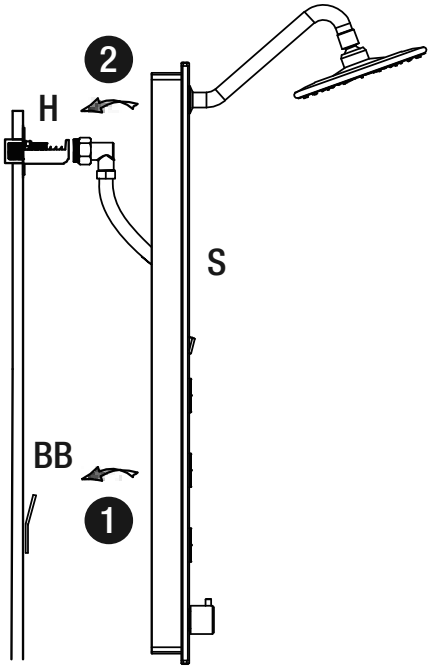

Fig.16
- Accrochez d'abord le bas de la colonne de douche (S) sur le support inférieur (BB), puis accrochez la colonne de douche (S) sur le support de fixation en acier inoxydable (H) en l'insérant dans les trous de la colonne de douche, voir fig. 16.